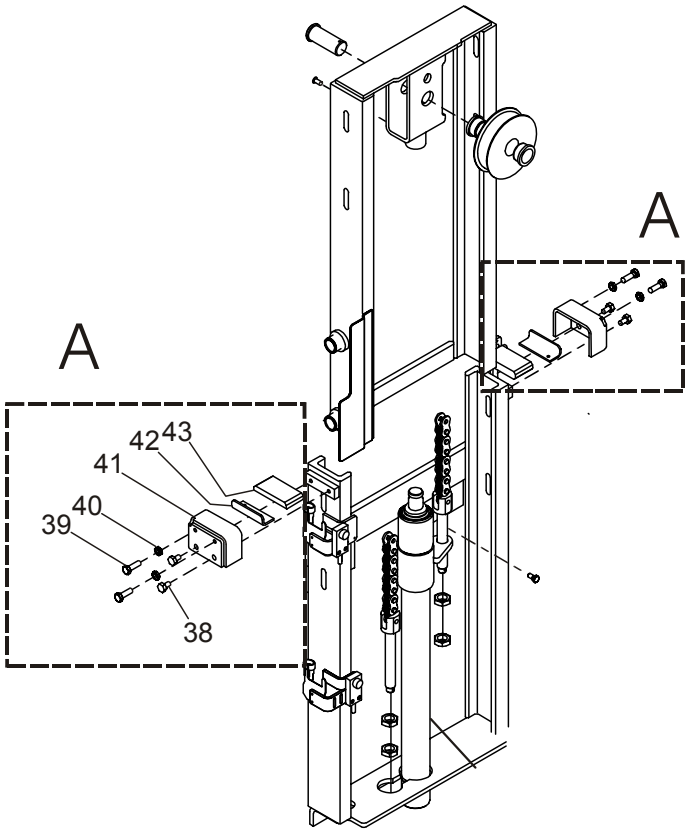

Fig. 14 Einstellung des Seitenschutzes
Die äußeren Seitenführungen Fig. 14 (A) sind von außen zugänglich, sobald die Fahrerkabine in die höchste Position angehoben worden ist. Die Seitenschutzvorrichtungen Fig. 14 (43) mit den EinstellschraubenFig. 14 (39) justieren, bis jegliches Spiel eliminiert worden ist. Die Fahrerplattform muss vor Ausführung der Einstellung in die höchste Position angehoben werden.